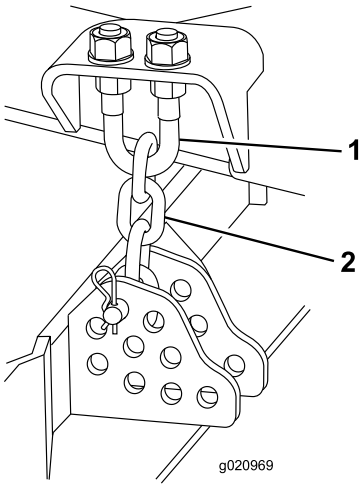

図 77
1. 刈高チェーンのUボルトの上側または下側についているジャムナットをゆるめる図 77。